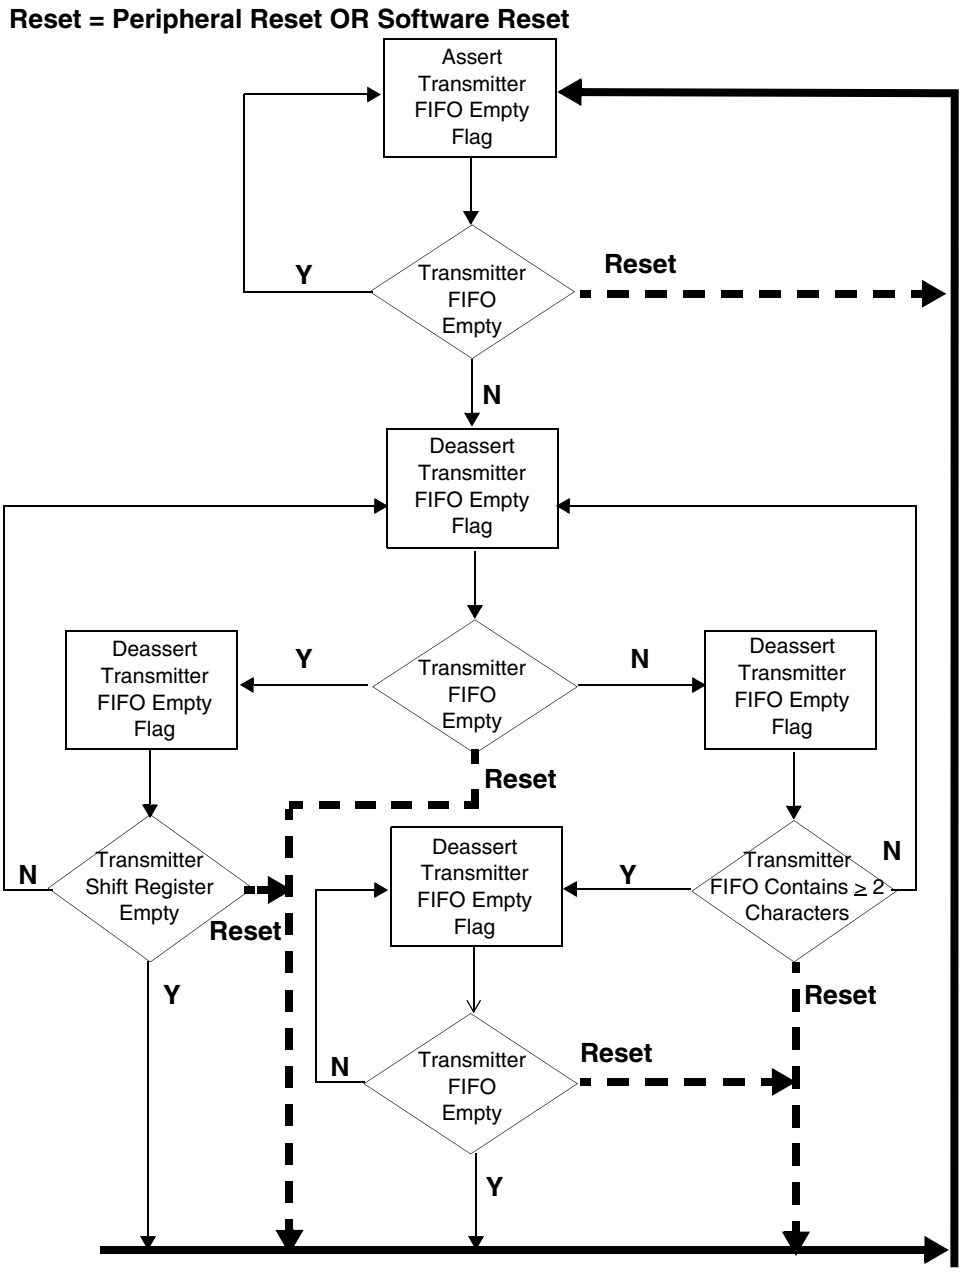

Figure 27-3. Transmitter FIFO Empty Interrupt Suppression Flow Chart
- The last character in the TxFIFO is transferred to the shift register, when TxFIFO contains two or more characters. See Figure 27-3 on page 27-12.